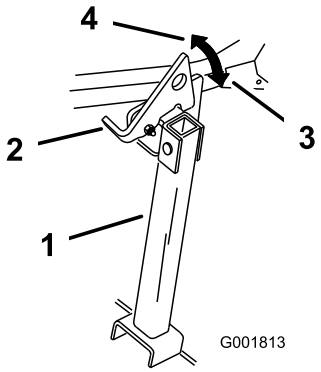

**Figur 36**
2. Lyft upp spärrhaken i fritt läge (Figur 36).